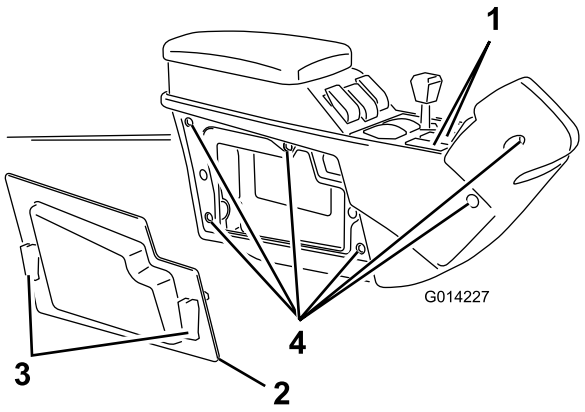

Figuur 27
1. Verwijder de 2 pluggen in de openingen van het centrale paneel waar de schakelaars voor de schuimmarkeerders zullen komen (Figuur 27).
2. Maak de 2 snelsluitingen los en verwijder het rechterpaneel van het centrale bord (Figuur 27).
3. Verwijder de 6 bouten waarmee het rechterdeksel aan het centrale bord zit (Figuur 27).